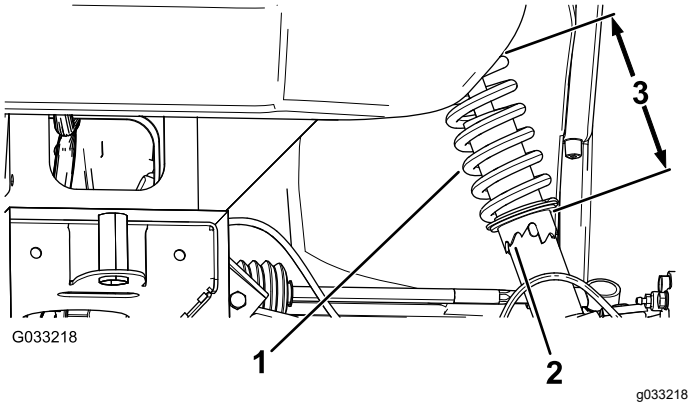

Figuur 47
2. Als de vlucht van het wiel onjuist afgesteld is, draai dan met de schroefsleutel aan de kraag van de schokdemper tot het wiel uitgelijnd is (Figuur 47).